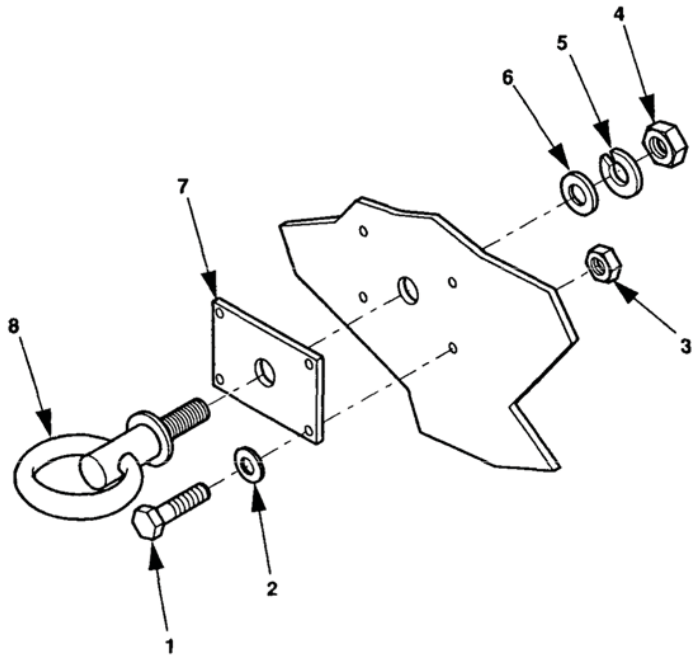

Figure 1. Replace Trailer Lifting Ring.
1. Remove self-locking nuts (Figure 1, Item 3), flat washers (2), screws (1) and mounting plate (7).
2. Remove self-locking nuts (7), flat washers (6), screws (5) and mounting plate (10);